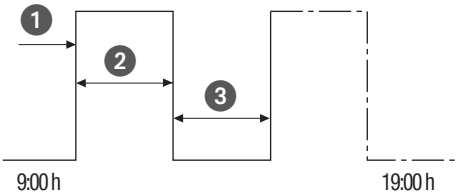

Fig. 33: Cycle switching
- (Fig. 33/❶) Start time
- (Fig. 33/❷) Period ON = switching ON
- (Fig. 33/❸) Period OFF = switching OFF